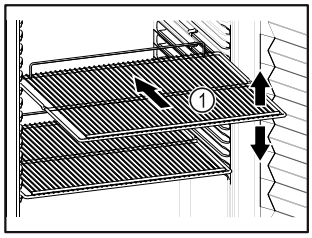

Fig. 20 Représentation à titre d'exemple
- ❑ Lorsque les grilles de support *Fig. 20 (1)* peuvent être déplacées, changez leur position en fonction de la hauteur des aliments.